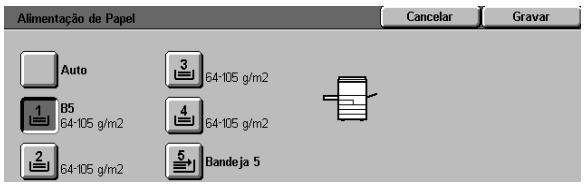

Figura 11: Ecrã Alimentação de Papel
- Prima **Mais...** para ver opções adicionais, tal como ilustrado na Figura 11.